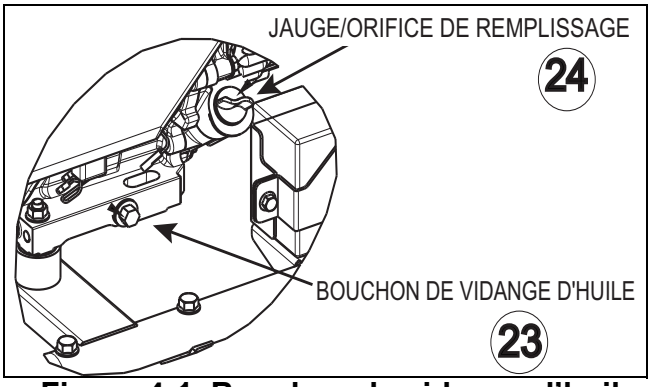

Figure 4-1. Bouchon de vidange d'huile
Voir la section « Avant de démarrer le générateur » pour les informations sur l'ajout d'huile et la vérification du niveau d'huile. Le niveau d'huile doit être vérifié avant chaque utilisation, ou au moins toutes les huit heures d'utilisation. Veillez à maintenir le niveau d'huile. Voir la figure 4-1 pour connaître l'emplacement de la jauge et de l'orifice de remplissage.
1. Nettoyez la zone autour du bouchon de vidange d'huile. Voir la figure 4-1.